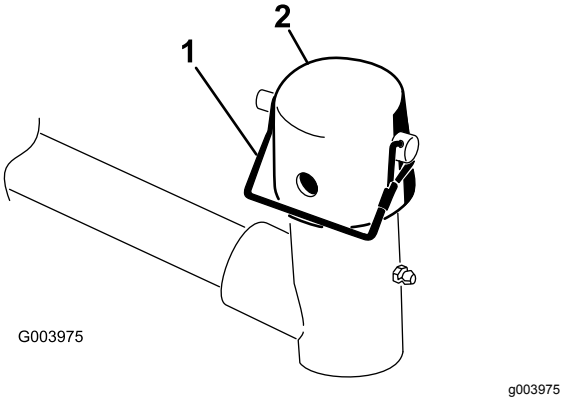

**Figur 9**
7. Fjern låsestiften og hætten fra løftearmens drejegaffel (Figur 9).
11. Fastgør hætte og bærerammens aksel på løftearmsgaflen med låsestiften (Figur 9).